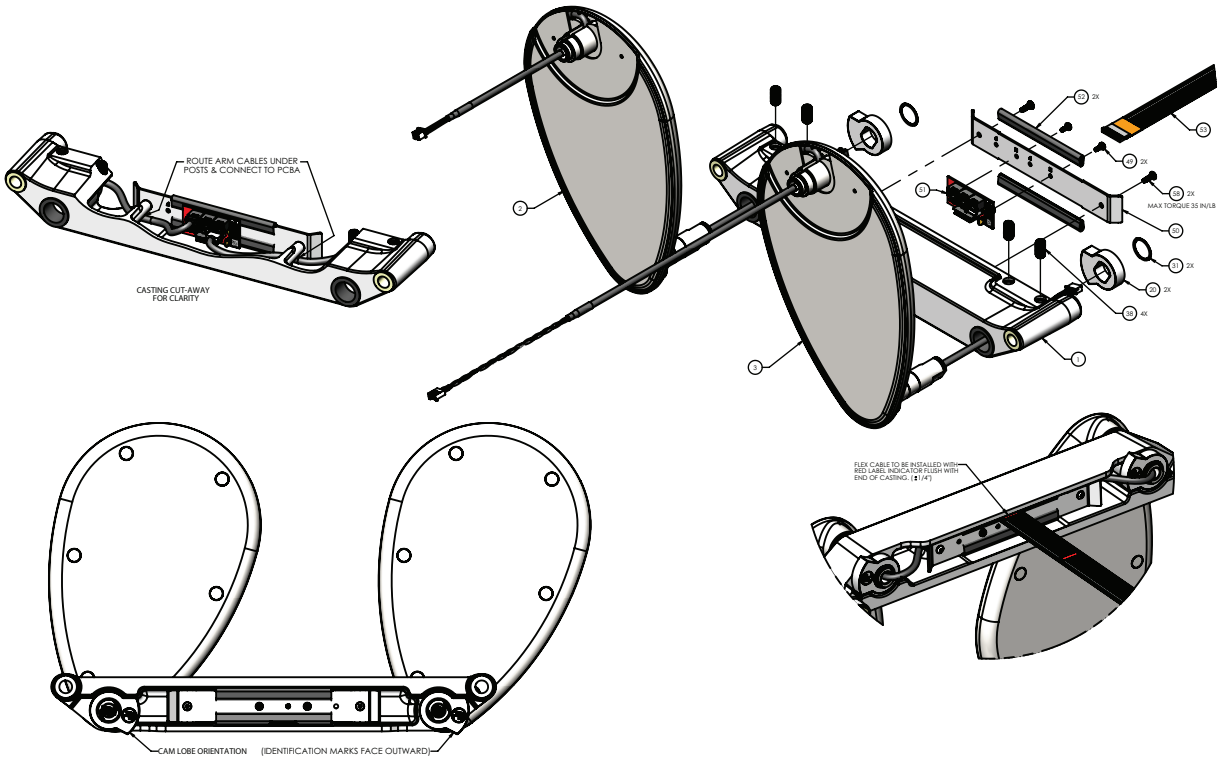

Figure 38 – Remplacement de la barrière, côté tête
9. À l'aide d'une clé Torx T15, retirer les deux vis (22) qui fixent l'ensemble de la carte de jonction (51) au support de barrière (1) (Figure 38). Retirer l'ensemble de carte de jonction.